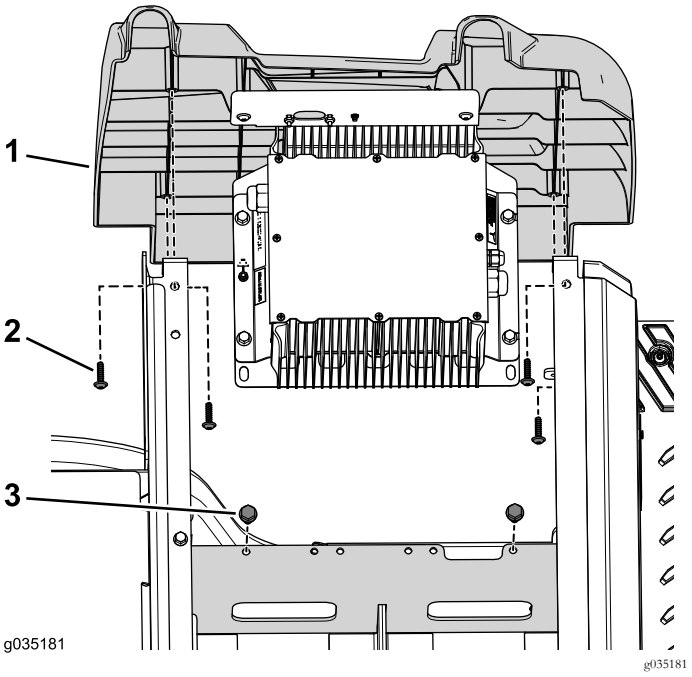

Figura 87
9. Utilize os dois parafusos (3/8" x ¾") para prender o suporte do carregador ao tabuleiro da bateria (Figura 87).